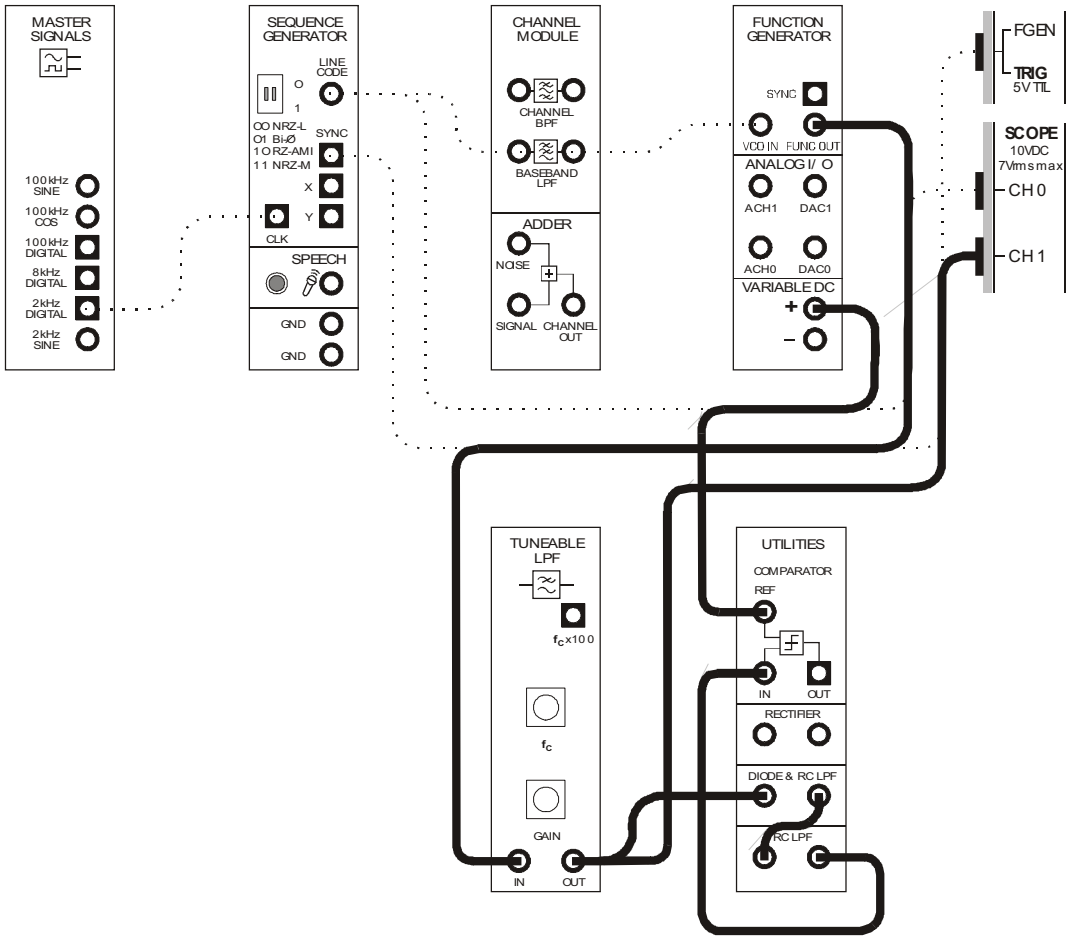

Figure 7
45. Modify the set-up as shown in Figure 7 below.